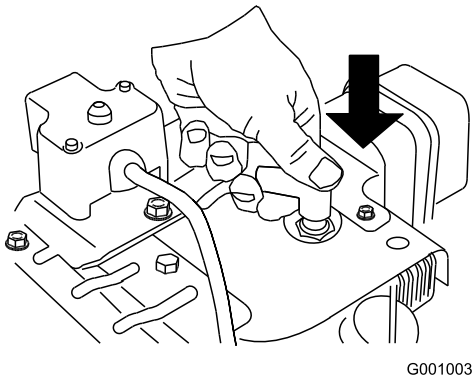

Figura 23
1. Collegate il cavo della candela (Figura 23).